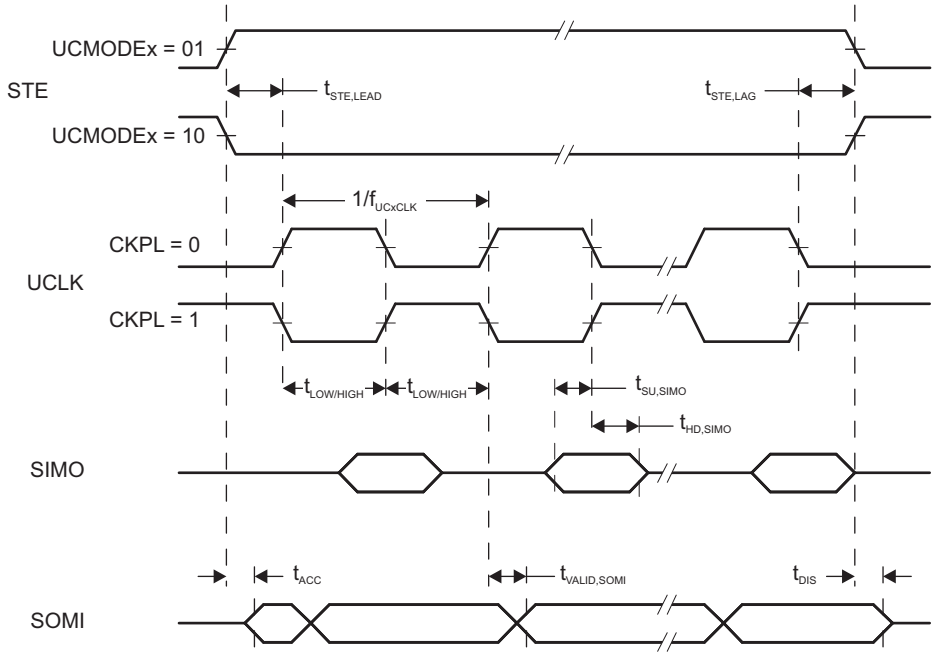
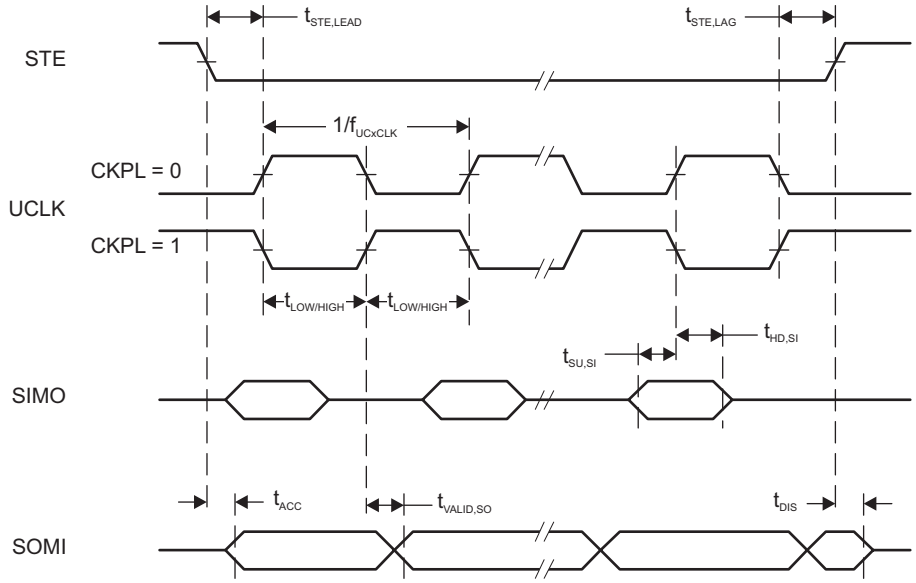

图 5-8. SPI Slave Mode, CKPH = 0
图 5-9. SPI Slave Mode, CKPH = 1
(2) Specifies the time to drive the next valid data to the SOMI output after the output changing UCLK clock edge. See the timing diagrams in 图 5-8 and 图 5-9.
(3) Specifies how long data on the SOMI output is valid after the output changing UCLK clock edge. See the timing diagrams in 图 5-8 and 图 5-9.